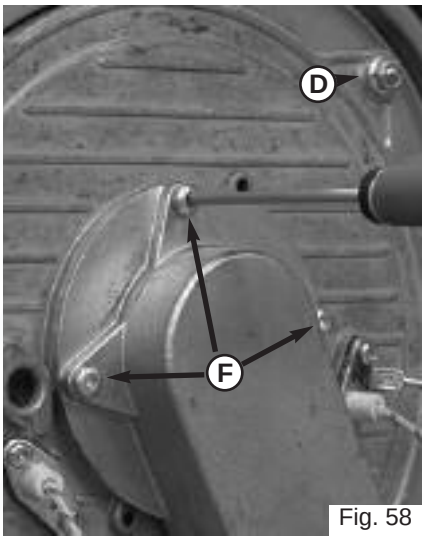

Fig. 58
2. Remove the 3 screws **F** from the air/gas manifold (Fig. 58);